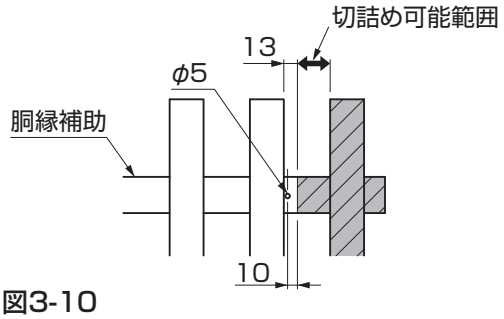

図3-10
①胴縁、胴縁補助を切詰め可能範囲内の長さで切断し、端部から10mmの位置に、胴縁補助にはφ5の孔、胴縁にはφ3.4の孔を前後に開け直して使用してください。（図3-10参照）